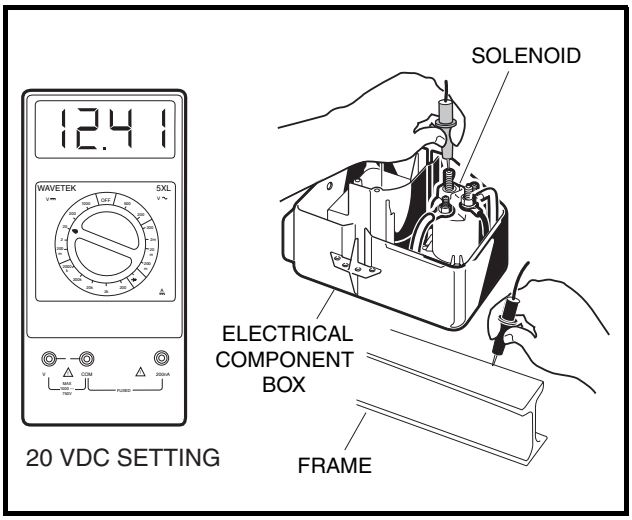

Figure 11-18 Solenoid Ground Test
9. With the Forward/Reverse handle still in NEUTRAL and the neutral lockout cam in the SERVICE (MAINTENANCE) position, set the multimeter to 20 volts DC and place the red (+) probe on the large post that does not have wires connected to it. Place the black (–) probe on the vehicle frame. Turn key switch to the ON position, press accelerator pedal, and listen for solenoid click. The meter should read full battery voltage. If the reading is incorrect, replace the solenoid **(Figure 11-18, Page 11-22)**.